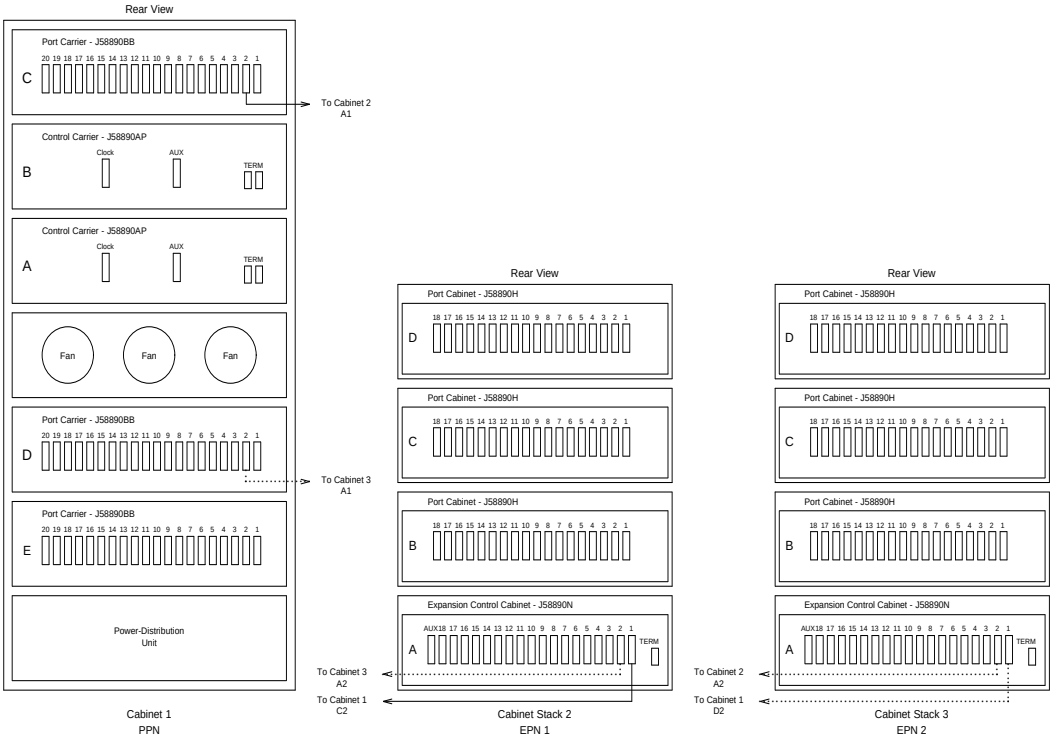
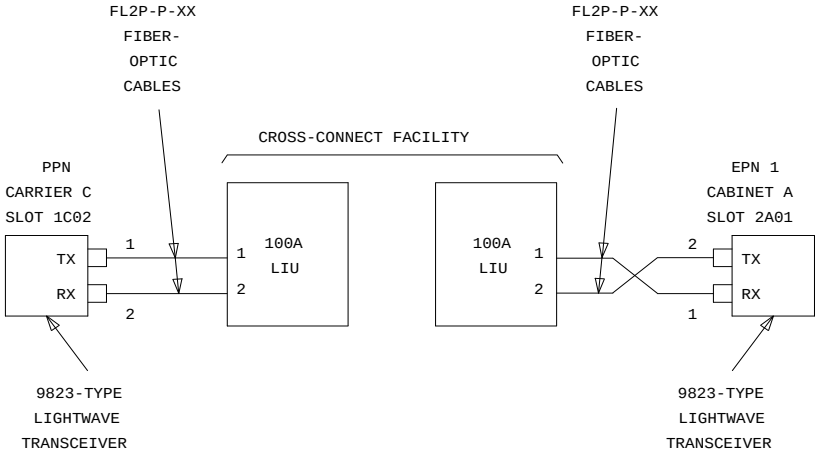
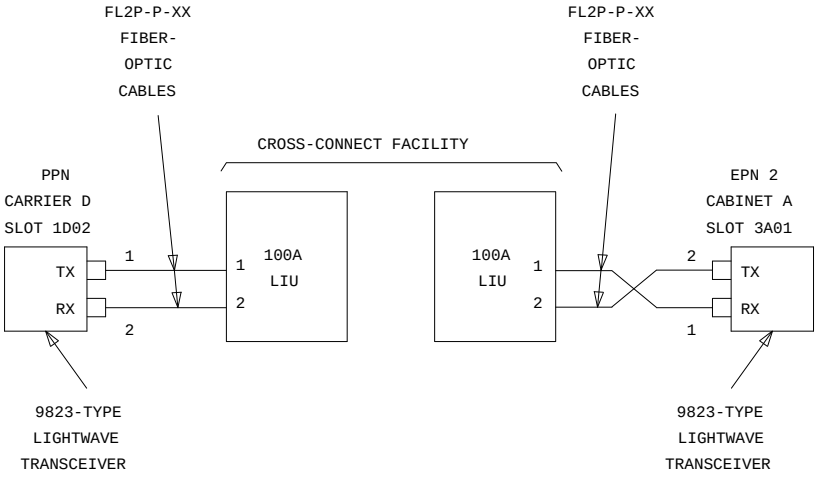
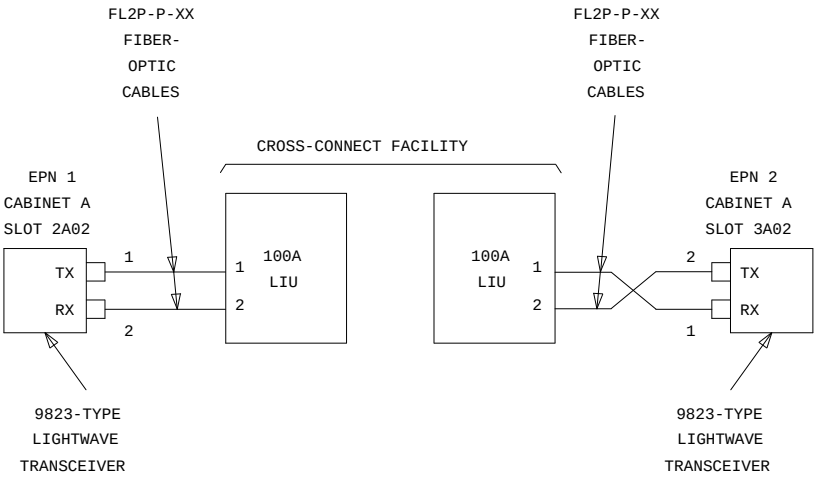

Figure 7-23. High-Reliability G3r V4 with Two or Three Port Networks
Figure 7-24. Fiber-Optic Connections PPN to EPN1
Figure 7-25. Fiber-Optic Connections PPN to EPN2
Figure 7-26. Fiber-Optic Connections EPN1 to EPN2
1. Behind port carrier C of the multicarrier PPN (Figure 7-23, Figure 7-24, Figure 7-25, and Figure 7-26):